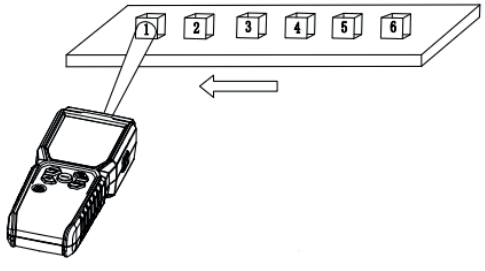

Рисунок 5
2. Бесконтактное измерение---REV (Рисунок 5)